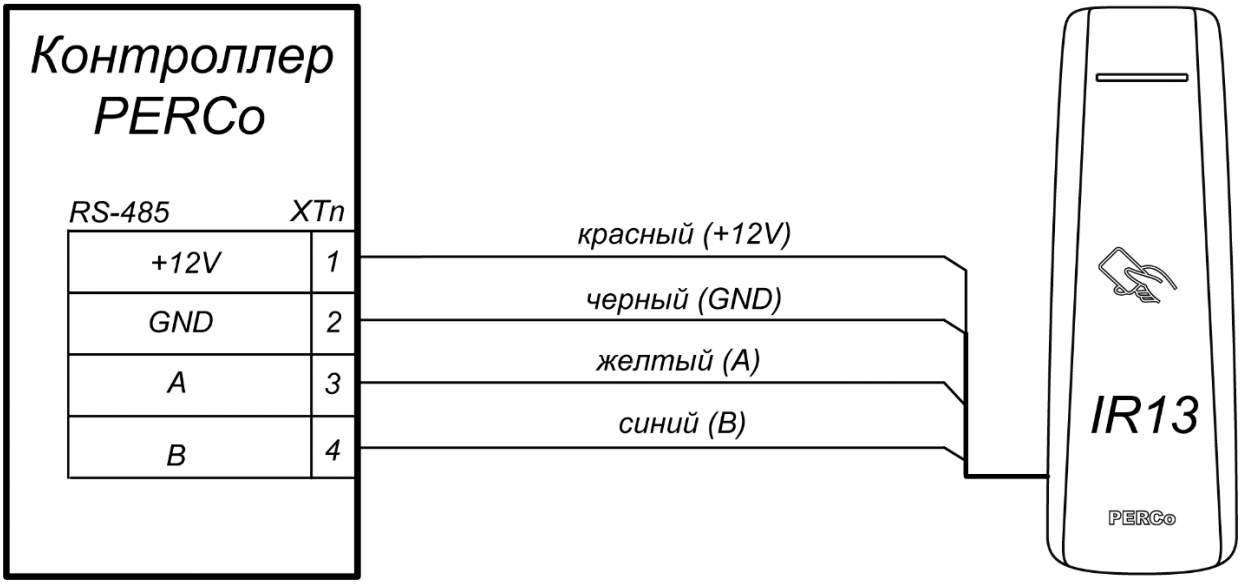

Рисунок 4. Схема подключения считывателя к контроллеру PERCo с использованием интерфейса *RS-485*
8. Проложите кабель, закрепите его и подключите к контроллеру исполнительного устройства (схему подключения смотри на рис. 4 и 5 и в руководстве по эксплуатации на соответствующий контроллер). Удлинение соединительного кабеля считывателя производится в соответствии с требованиями разд. 7.2, при этом: